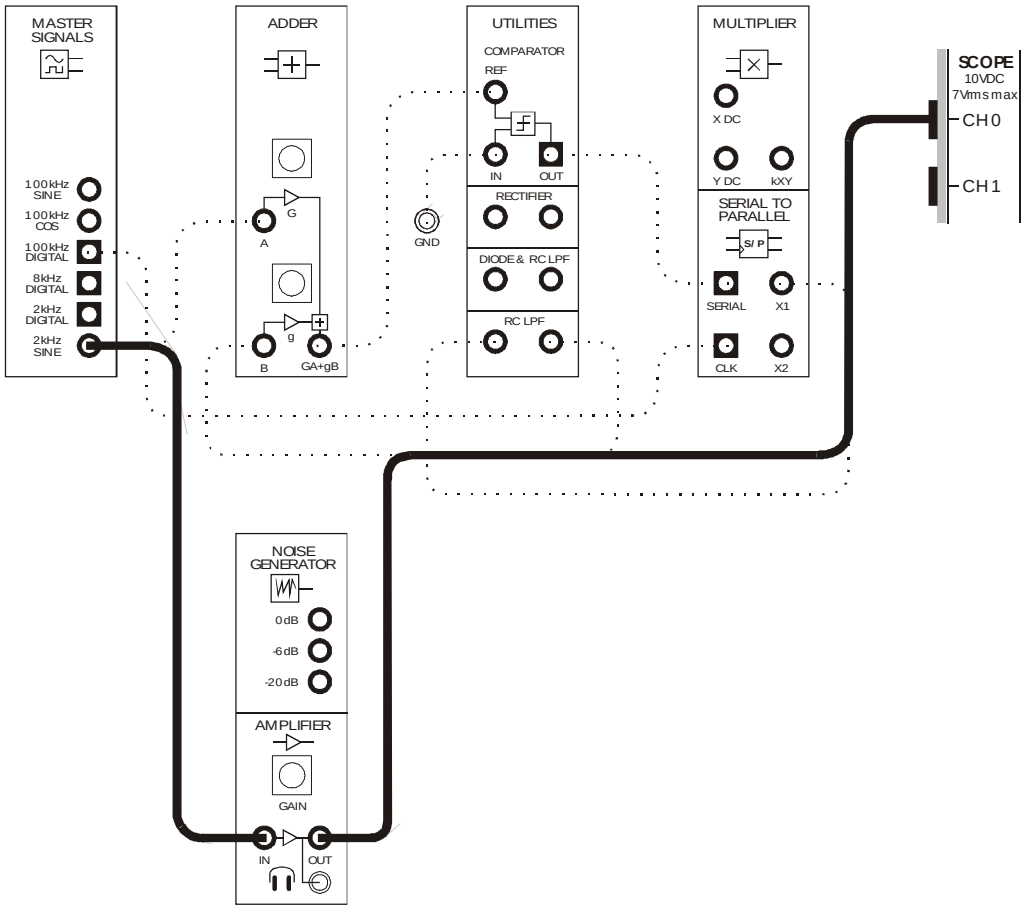

Figure 6
14. Modify the set-up as shown in Figure 6 below.